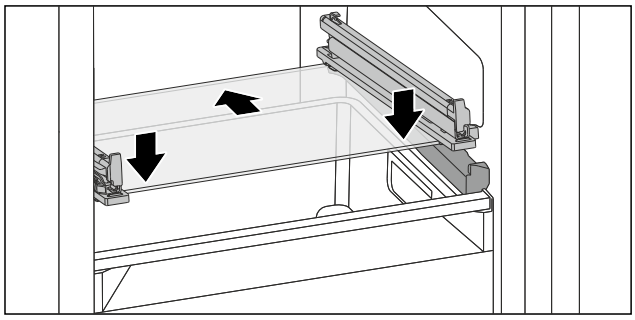

Fig. 134 Tablette en verre du tiroir basculable
▶ Placer la tablette en verre, en l'inclinant, derrière les butées. (voir Fig. 134)